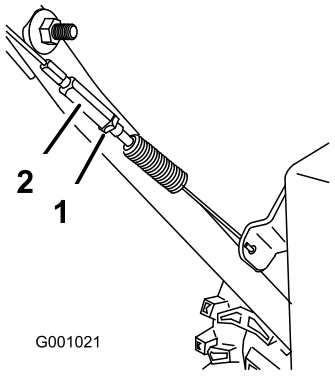

Figur 36
3. Stram låsemutteren (Figur 36).